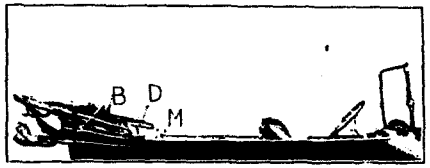

*Fig. 11. Top Folded.*
Carefully lower the top into the top rests, being careful to tuck the material between the bows so that it rests smoothly and is not pinched. (See Fig. 11.) Then close and lock the top rest clamps "B."
*Unfold and open up the dust hood* (Fig. 14) so that the flaps, "E" are at the top. Draw the hood on over the folded top and tuck the flaps down between the bows and the body, *taking care not to scratch the body.* Be careful to draw the hood up evenly on both sides. Loop the straps "F" on the under side of the dust hood around the lower bow on each side, draw them tight and buckle. Pass the straps "G" through the top rest clamps "B," Fig. 11. Pass the straps "H" through the loops on the nuts "M" on the top supports just back of the rear doors. Button the snap fasteners on the lower edges of the flaps under the bows.
Open the top rest clamps "B," Fig. 11, and release the pins from the holes at "D."